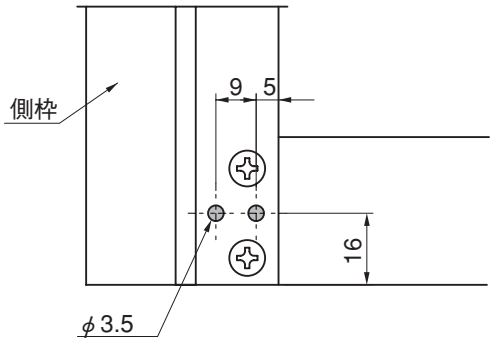

図6-1
❶下段パネルの側枠下部に側枠下カバー取付け孔φ3.5をあけてください。(図6-1参照)